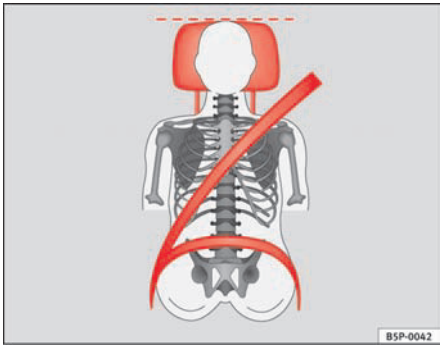
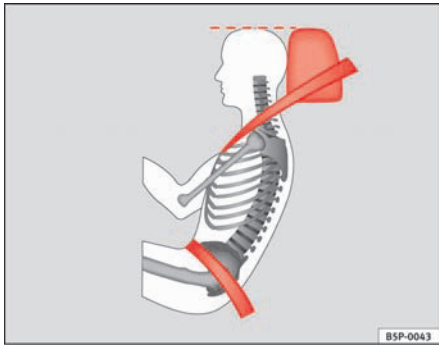

Fig. 89 Viewed from in front: Properly adjusted head restraints and proper belt adjustment
Fig. 90 Viewed from side: Properly adjusted head restraints and proper belt adjustment
– Adjust the head restraint so that its upper edge is at the same level as the top of your head, or as close as possible to the same level as the top of your head and, as a very minimum at eye level ⇒ fig. 89 and ⇒ fig. 90.